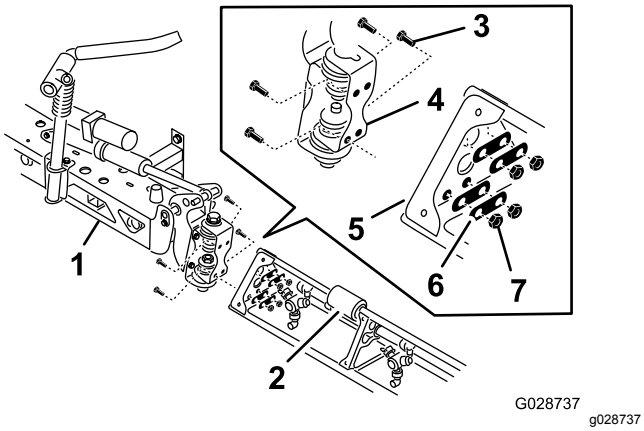

Figur 40
2. Rotera varje tappfäste i änden på centersprutrampssektionen tills fästena har riktats in vertikalt (Figur 40).
4. Montera gångjärnsplattan på den triangelformade plattan med de fyra flänsskruvar, fyra bromslameller och fyra flänslåsmuttrar (Figur 40) som du tog bort i steg 1.
6. Montera stångänden på sprutrampens lyftcylinder med hålen i hornet på tappfästet (Figur 40).
7. Fäst stångänden vid tappfästet med en sprintbult och en hårnålssprint (Figur 40).